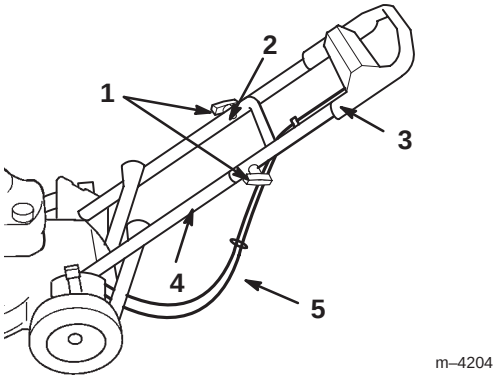

Figur 3
2. Profilert håndtaksbolt (2)
6. Kontroller at kablene er festet under og bak det nedre håndtaket som vist på figur 3.